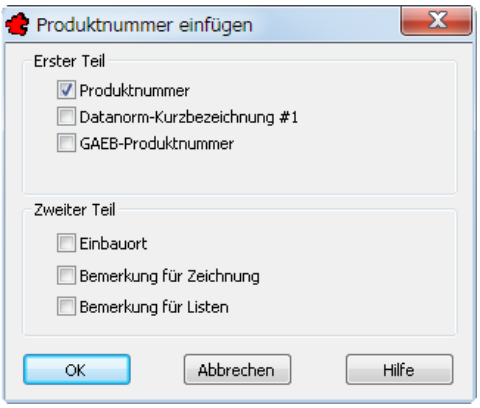

Bild 33.17 – Konfiguration der Produktnummern-Textblöcke
- Wählen Sie im Dialogfeld *Produktnummer einfügen* die Angaben, die erscheinen sollen (Abb. 33.17). Bestätigen Sie dann.